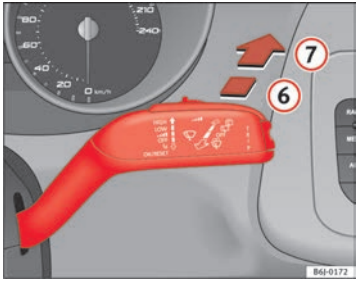

Fig. 62 Palanca del limpia-lavacristales: limpialuneta
– Presione la palanca hacia delante hasta el encastre (6) ⇒ fig. 62. El limpialuneta debe accionarse en intervalos de 6 segundos.
– Presione la palanca completamente hacia delante hasta la posición (7) ⇒ fig. 62. El limpia y el lavaluneta funcionan simultáneamente. El lavaluneta seguirá funcionando mientras mantenga la palanca en esta posición.